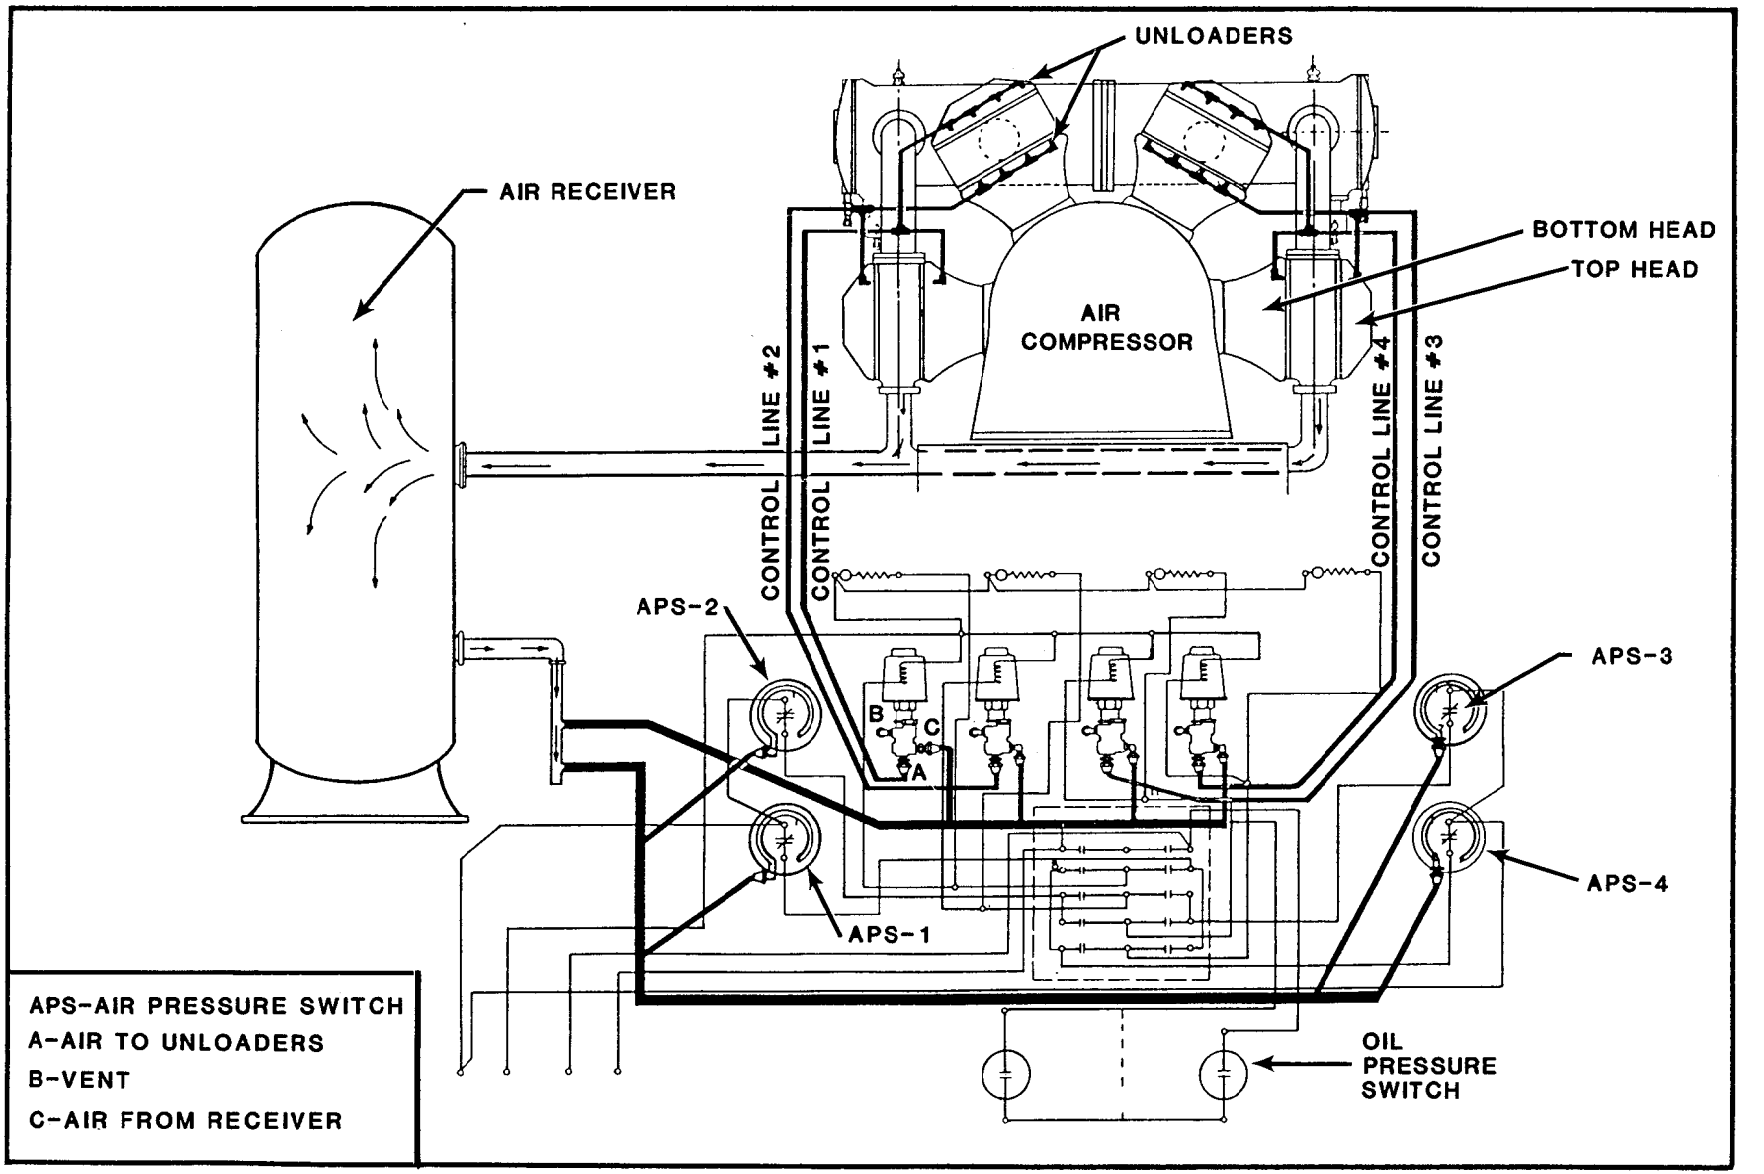

FIGURE 5-4. Airflow Diagram of Compressor With Five-Step Control
(1) Figure 5-4 shows a typical airflow diagram of a five-step capacity control system applied to a two-stage, four-cylinder, double action reciprocating compressor. Assuming that the compressor is required to maintain a pressure of 93 to 100 psi, the pressure switches would be set to load and unload as follows: air pressure switch (APS) No. 1, load at 93 psi, unload at 97 psi;APS No. 2, load at 94 psi, unload at 98 psi; APS No. 3, load at 95 psi, unload at 99 psi; and APS No. 4, load at 96 psi, unload at 100 psi. As the receiver pressure reaches the high setting of each pressure switch, 25 percent of the compressor capacity unloads. As receiver pressure falls to the low setting of each switch, 25 percent of the compressor capacity loads. APS No. 1 therefore unloads 25 percent of the compressor capacity at 97 psi and loads 25 percent at 93 psi. As receiver pressure fluctuates between 93 and 100 psi, the compressor capacity varies in five steps: full, 75 percent, 50 percent, 25 percent, and zero capacity.
(2) To understand the operation of this five-step control system which combines the components previously described, refer to figure 5-4. When the compressor is started, the air pressure switches are closed and the solenoids in the unloader valves become energized so that receiver pressure cannot enter the unloading lines and compression is allowed to take place. As receiver pressure builds up and reaches 97 psi, APS No. 1 breaks contact, deenergizing the unloader and allowing 97 psi receiver air to enter control line No. 1, actuating the inlet valve unloader. Twenty five percent of the compressor has become unloaded and compression has been reduced from full to 75 percent capacity. Control lines Nos. 2, 3, and 4 operate in the same way as receiver pressure increases. At 100 psi, all cylinders are unloaded and air compression ceases, but the compressor continues to run under no load. As air is drawn off from the receiver, the pressure begins to drop. When the pressure falls to 96 psi, APS No. 4 makes contact and energizes the unloading of valve 4, which cuts off receiver pressure from the inlet unloader and vents the unloader pressure to atmosphere. The inlet valve unloader releases the inlet valve and normal compression takes place, loading the compressor to 25 percent capacity. If the demand for air increases and receiver pressure continues to decrease,control lines Nos. 3, 2, and 1 will load in sequence.